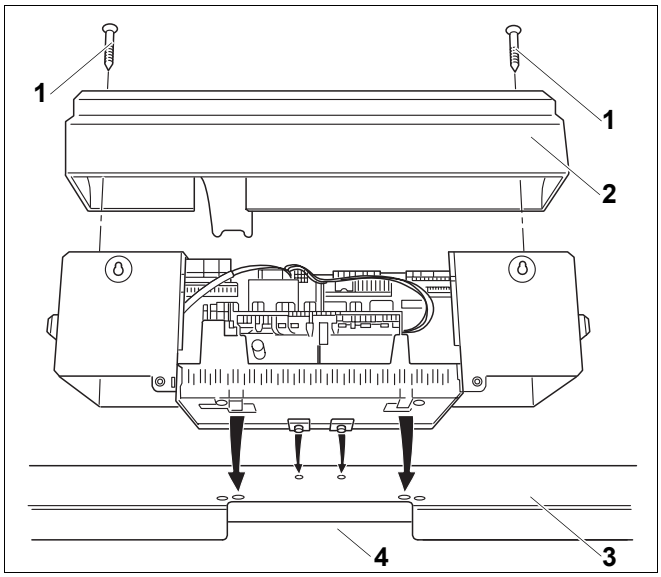

Rys. 77 Montaż sterownika
- Odkręcić obie śruby (rys. 77, **poz. 1**) pokrywy sterownika (rys. 77, **poz. 2**).
- Zdjąć do góry pokrywę sterownika (rys. 77, **poz. 2**).
- Odchylić sterownik lekko do przodu i tak go nałożyć, aby haki zaczepowe weszły do owalnych otworów z przodu pokrywy kotła. Przesunąć sterownik do przodu i odchylić do tyłu, aż oba elastyczne haki całkowicie wskoczą do otworów z prawej i lewej strony (strzałki, rys. 77).
- Przeciągnąć rurki kapilarne przez przelotkę kabla (rys. 77, **poz. 4**) i rozwinąć na potrzebną długość.
- Przykręcić sterownik z tyłu z prawej i z lewej strony w kanale kablowym (rys. 77, **poz. 4**) dwoma śrubami do przedniej pokrywy kotła.